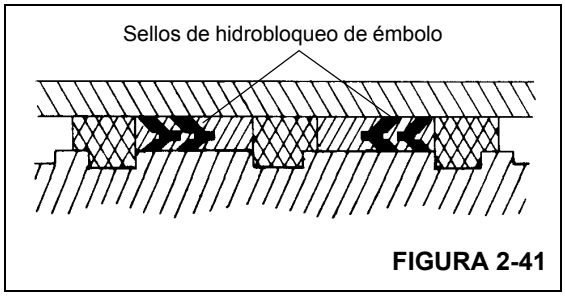

FIGURA 2-41
1. Instale el anillo de respaldo y anillo frotador en el anillo retenedor (Figura 2-41).